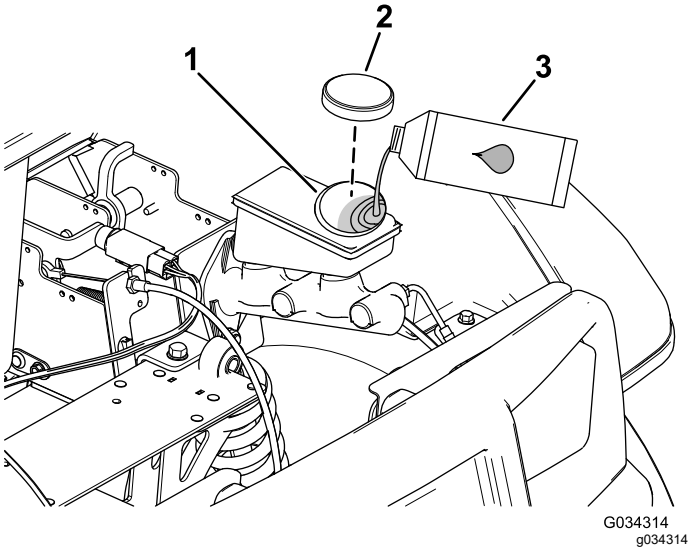

Figur 50
2. Hev panseret for å få tilgang til hovedbremsesylinderen og -beholderen (Figur 50).
A. Rengjør området rundt beholderlokket, og ta av lokket (Figur 50).
C. Sett lokket på beholderen (Figur 50).